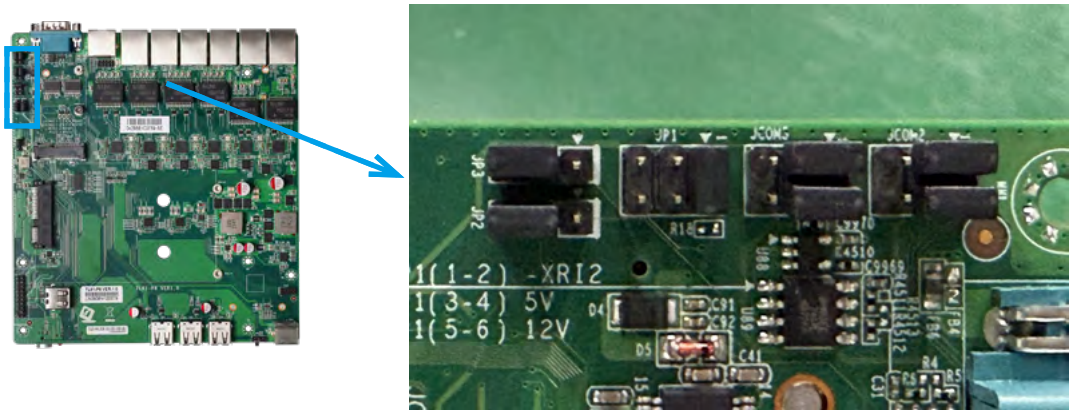

图 2.2 IO 板上 JP2-JP3/ JCOM2-JCOM3 跳线位置
- 找到跳线 JP2~JP3 和 JCOM2-JCOM3（如图 2.2）。